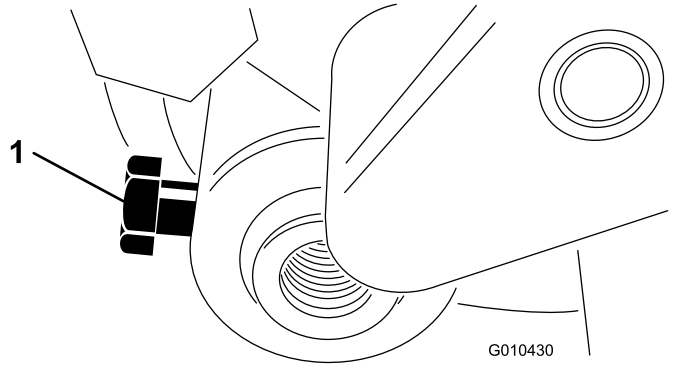

Figuur 16
9. Steek de rolas in de linker instelarm en bevestig losjes met een bout (M6–1 x 12 mm); zie Figuur 16.
4. Centreer de rol tussen de instelarmen en draai de montagebouten vast (zie Figuur 16).